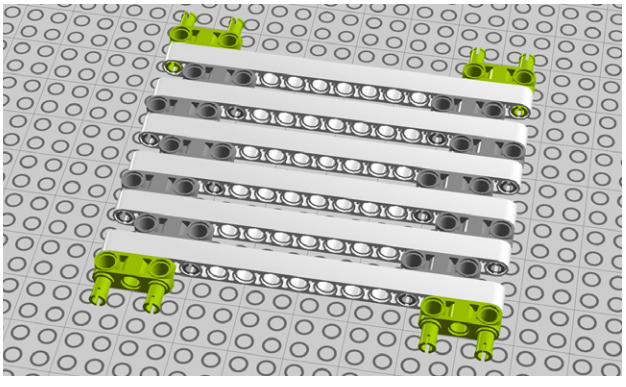

Figure 8-11. *Step 6: Four 3M beams with pegs*
6. Then four more 3M beams with pegs (Figure 8-11)!